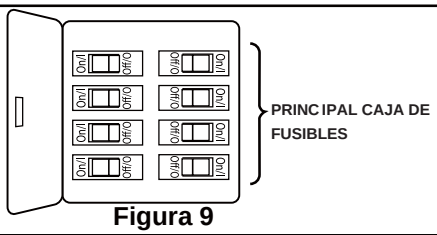

**Figura 9**
**Para evitar una posible descarga eléctrica, asegúrese de cortar la alimentación eléctrica de la caja de fusibles principal antes de colgar el ventilador. (Figura 9)**